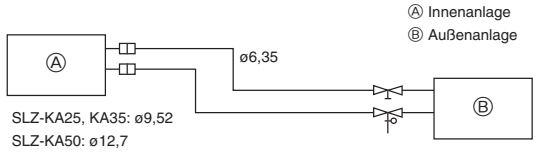

Fig. 5-1
5.1. Rohrleitung für Kältemittel (Fig. 5-1)